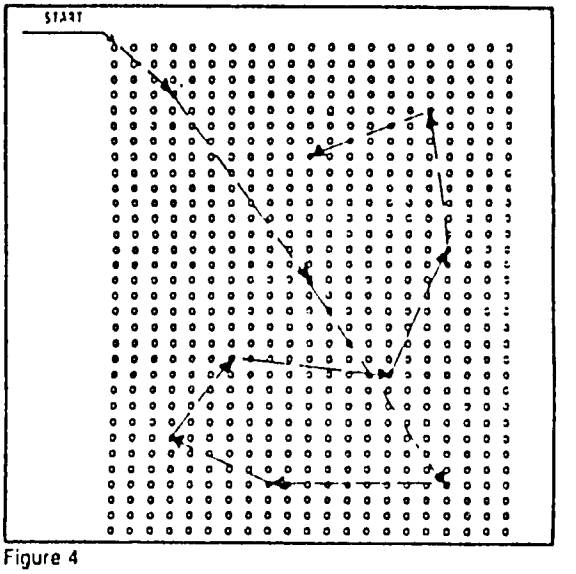

Figure 4
- Walk at least 15 steps further into the stand, and repeat Step 2. As shown in Figure 4. Continue this process until you locate 10 sample points throughout the block planting.